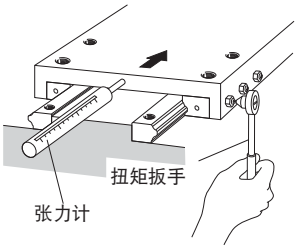

图20
(5) 在滑动工作台的同时，逐渐拧紧处于不完全锁紧状态2个LM滑块的装配螺栓以紧固每个LM滑块。(图20)